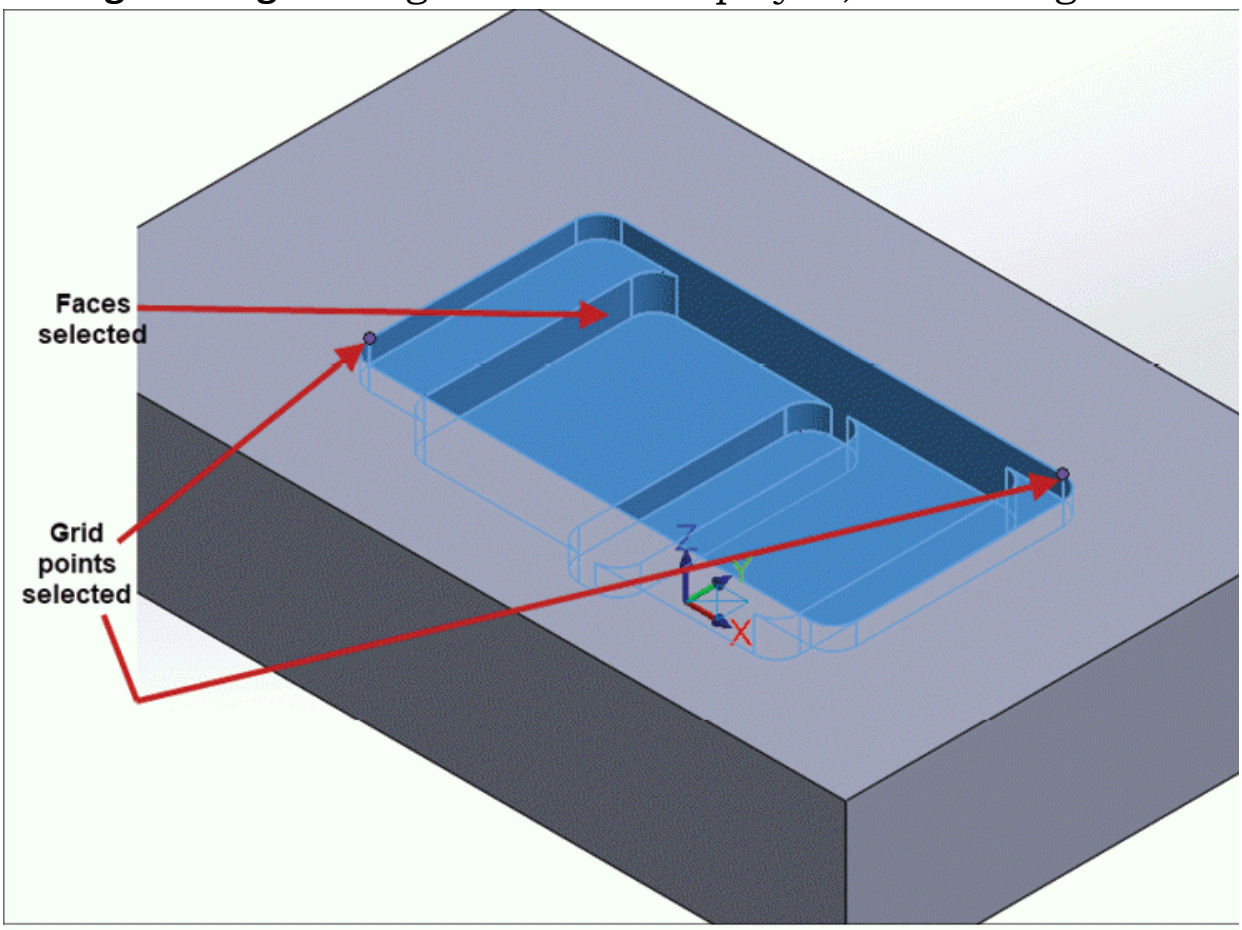

Figure-28. Features and points selected for plunge mill rough
- Click on the **Select** button from the **Grid** area of the dialog box and select points to define grid plane for plunging; refer to Figure-28.